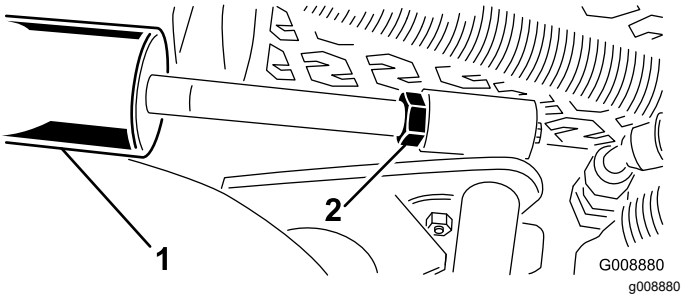

Figuur 31
1. Draai de contramoer van de hefcilinder los (Figuur 31).